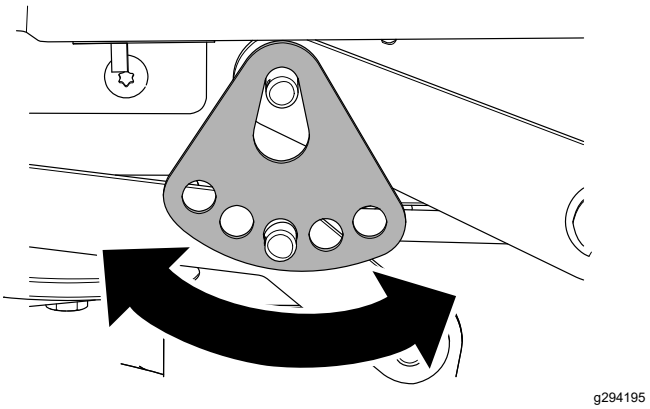

Figur 70
7. Roter klippehøydeplaten til et annet hull, slik at den støtter vekten av klippeenheten etter at du har montert platen (Figur 70).
8. Monter skiven og hårnålssplinten (Figur 70).